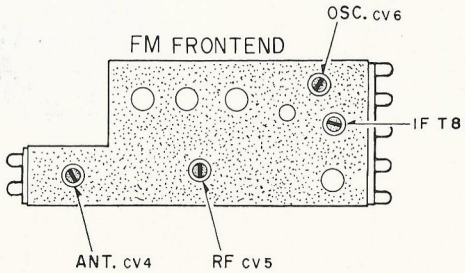

Fig. 8
(2) Alignments (Refer to Fig. 8 (A) for ADJUSTMENT POINTS.)
〔2〕 Tuning alignment (Refer to Fig. 8 (C) for ADJUSTMENT POINTS.)
(1) Preparations for Alignment
(2) Alignment (Refer to Fig. 8 (C) for ADJUSTMENT POINTS)
(2) Alignment (Refer to Fig. 8 (A) for ADJUSTMENT POINTS.)
NOTE: Always readjust antenna trimmer CV 1 when radio or antenna is reinstalled, tuning in a weak station around 1,400 kHz and get maximum volume. (Refer to Fig. 8 (B))
(2) Alignment (Refer to Fig. 8 (A)・(C) for ADJUSTMENT POINTS.)